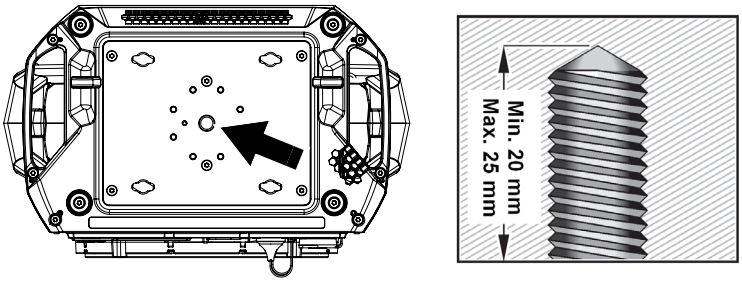

Figure 6. M12 bolt for single rigging clamp
1. Obtain a suitable rigging clamp and M12 bolt.See Figure 6. When the bolt is screwed through the clamp and into the threaded hole in the center of the base, it must protrude **minimum 20 and maximum 25 mm (minimum 0.8 and maximum 1 inch)** into the fixture base. Pass the bolt through the clamp and check that the distance the bolt will protrude into the fixture base is within these minimum and maximum limits before using it. If the bolt is not within these limits, you must find or fabricate an alternative bolt that is correctly dimensioned.
2. See Figure 6. Apply Loctite 243 or a similar threadlocker to the threads of the bolt, then pass the bolt through the rigging clamp and into the threaded hole (arrowed) in the center of the fixture base. Align the clamp so that the fixture will face in the correct direction when it is clamped to the truss and tighten the bolt securely.